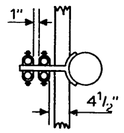

Figure 4
3. If more than 2 conduits are required they shall be installed as in Fig 4. If 2 voltages are involved, the higher voltage shall be placed next to the pole.